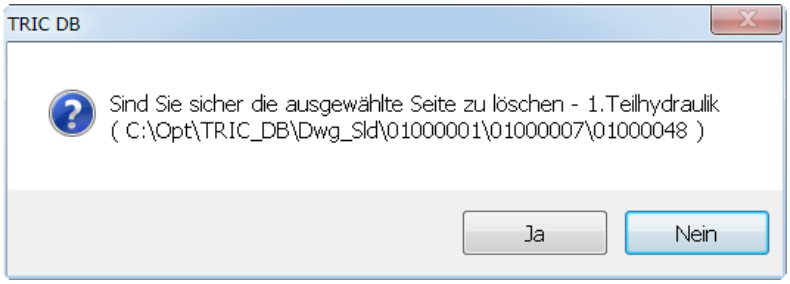

Bild 27.74 – Sicherheitsabfrage beim Löschen von Seiten
- Hierauf erscheint eine Sicherheitsabfrage. Wenn Sie bestätigen, wird die Seite ohne weitere Meldungen gelöscht (Abb. 27.74).